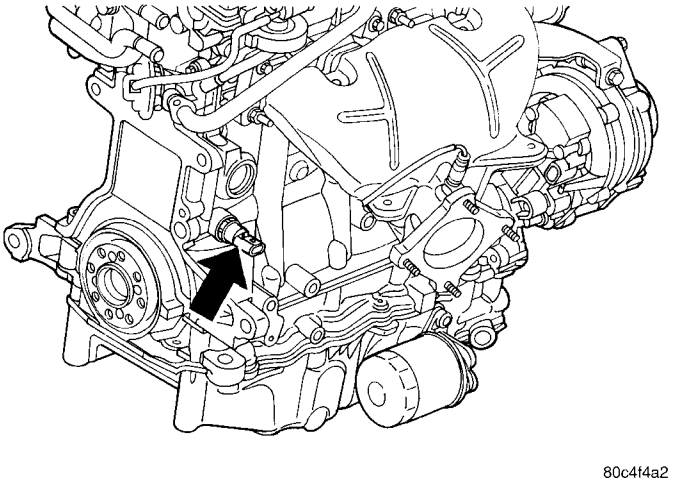

Fig. 93 Engine Oil Pressure Switch
(1) Raise vehicle.
(2) Position oil collecting container under pressure switch location.
(3) Disconnect oil pressure switch electrical connector and remove switch (Fig. 93).
(1) Install oil pressure switch. Torque switch to 21 N·m (190 in. lbs.) (Fig. 93).
(2) Connect electrical connector
(3) Lower vehicle.
(4) Start engine and allow to run a minimum of 2 minutes.
(5) Shut engine off and check engine oil level. Adjust level as necessary.